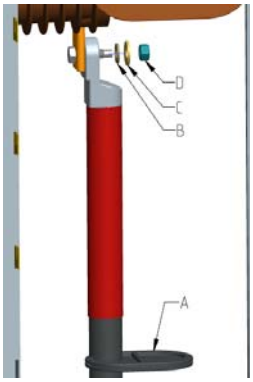

Figure 4.7.3
- Faire des entailles dans le caoutchouc de traverse (Figure 4.7.3 A) à l’aide d’un couteau aiguisé.
- placer ensuite la bague d’arrêt (Figure 4.7.3 B),
- la rondelle à ressort (Figure 4.7.3 C),
- l’écrou (Figure 4.7.3 D)